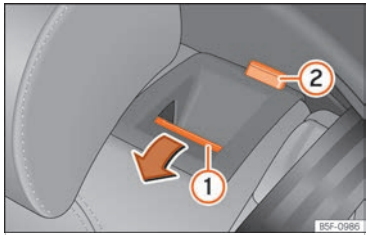

Fig. 74 Rear seat: folding down the backrest.
- Press the unlock button ››› Fig. 74 ① forwards and at the same time fold the backrest down. The rear seat backrest is not engaged when the red marking of the button ② is visible.